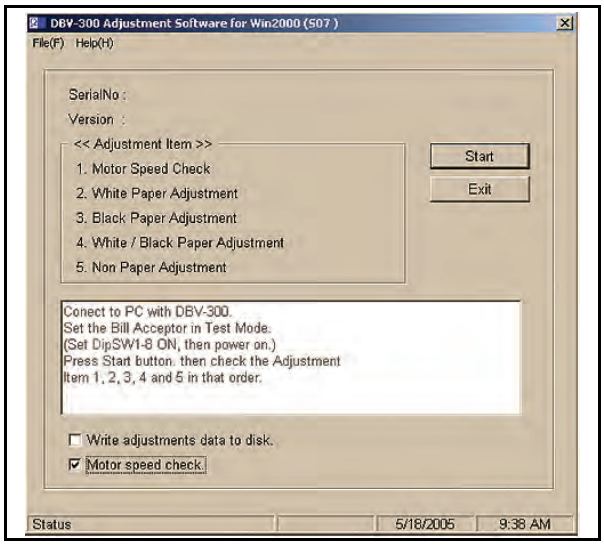

Figure 6-9 S07 Adjustment Program Screen
2. Select the desired PC's COM Port No. and click the 'OK' OK Screen Button. The DBV-30X Adjustment program shown in Figure 6-9 will then appear.
5. Click the 'Start' Start Screen Button to begin the adjustment procedure (Review Figure 6-9). The Motor Speed Check (Adjustment Item #1) will begin.